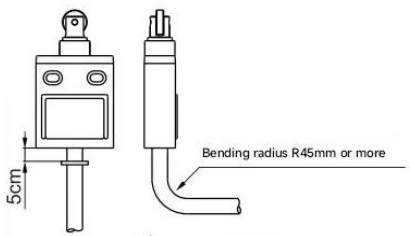

Figure 1
a) The bottom of the wire and the switch are fixed with resin. Therefore, to ensure that the wire is not stressed, please fix it 5cm away from the switch. See Figure 1.
b) When the wire is bent, the bending radius of the wire must be above R45mm. Do not damage the insulation layer and sheath of the wire. It may cause short circuit, burnout and leakage. See Figure 1.